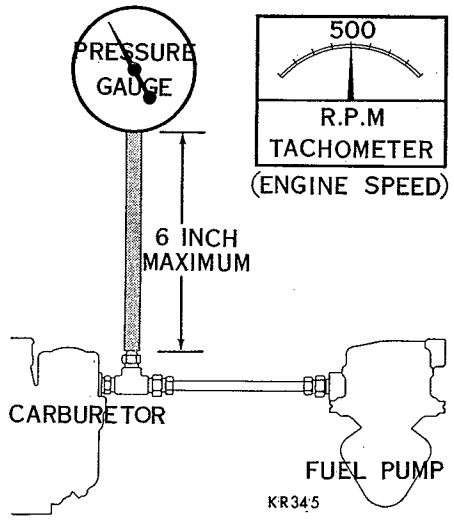

***Fig. 4—Pressure Testing the Fuel Pump***
(1) Insert a "T" fitting in fuel line at carburetor, as shown in (Fig. 4).
(2) Connect a 6 inch piece of hose between "T" fitting and gauge C-3411. (The hose should not exceed 6 inches. A longer hose may collect fuel and the additional weight of fuel would be added to the pressure of pump and result in an inaccurate reading.)
(3) Vent pump for a few seconds (this relieves the air trapped in fuel chamber). If this is not done, pump will not operate at full capacity and low pressure reading will result.
(4) Connect a tachometer, then start engine and
The fuel tank on all models (117″ wheelbase) is located at the rear of the body under the trunk compartment floor, as shown in (Fig. 4).